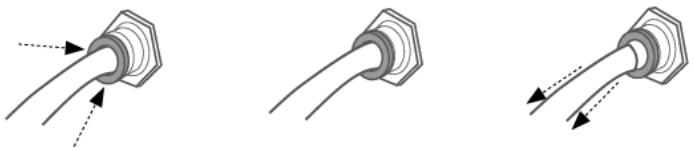

Fig 7. *How to disconnect OB1 push-in fittings*
- To disconnect the tubing, ensure that the pressure and vacuum sources are turned off, and the tubing is purged to the atmospheric pressure, then press the gray ring and pull the tubing (Fig 7).